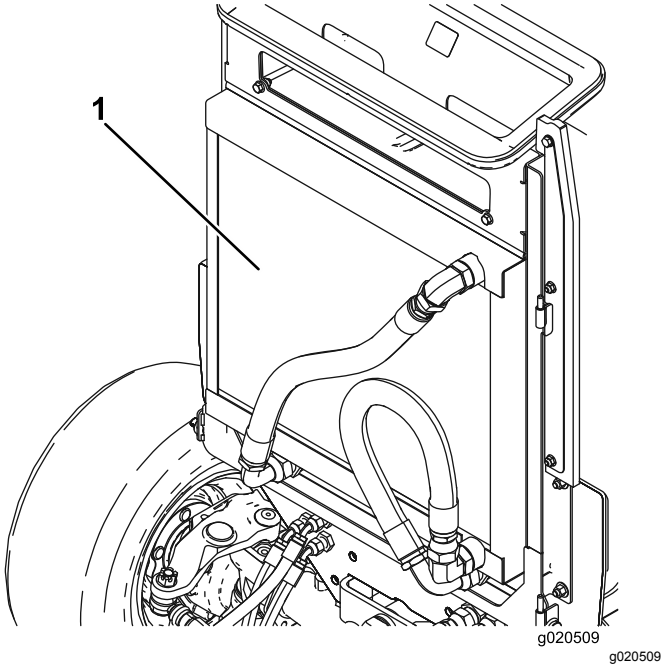

Figura 79
3. Limpie a fondo ambos lados del enfriador de aceite y del radiador (Figura 79) con aire comprimido. Empezando en la parte delantera, sople los residuos hacia la parte trasera. Luego, limpie desde atrás, soplando los residuos hacia adelante. Repita este procedimiento varias veces hasta eliminar todos los residuos.